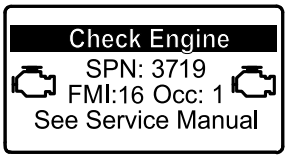

Figuur 42
- Als geparkeerde regeneratie nodig is verschijnt op het InfoCenter Motorwaarschuwing SPN 3719, FMI 16 (Figuur 42) en de computer van de motor vermindert het vermogen tot 85%.